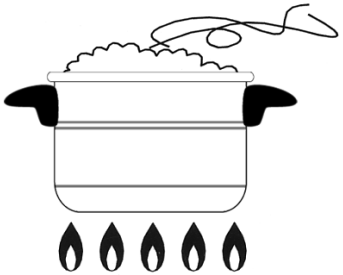

FIG.7b
1. Dependiendo de los alimentos y condimentos utilizados para cocinar, así como del contenido mineral del agua usada en la cocción, podrían aparecer manchas e incluso llegar a oscurecerse el fondo de la olla. Esto no afectará a sus alimentos ni al funcionamiento de la olla a presión. Para su limpieza puede hervir en la olla durante 10 minutos una solución de agua y una cuarta parte de vinagre o jugo de limón y luego proceder a la limpieza con un jabón neutro y un estropajo, aclarando con abundante agua. *(FIG. 7b y 7c)*